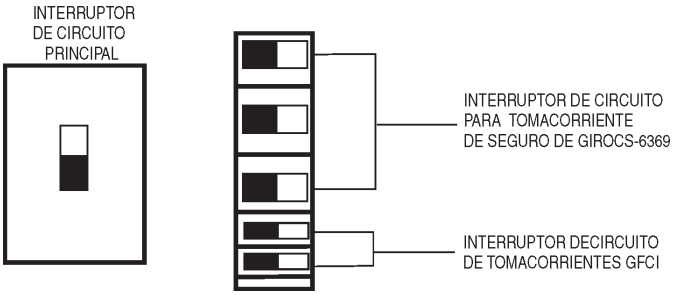

**Figura 67. Interuptores principal, aux. y GFCI (APAGADOS)**
1. Coloque ambos interruptores **PRINCIPAL**, **GFCI** y **CARGA** (Figura 67) a la posición "**APAGADO**".
1. Coloque ambos interruptores **PRINCIPAL**, **GFCI** y **CARGA** como se muestra en la Figura 67 a la posición "**APAGADO" "OFF"**.